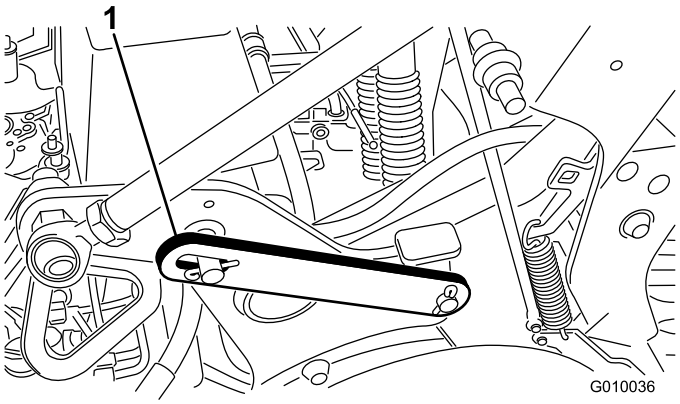

Figuur 21
2. Verwijder de borgveer waarmee de onderhoudsvergrendeling vastzit in de opbergstand (Figuur 21).